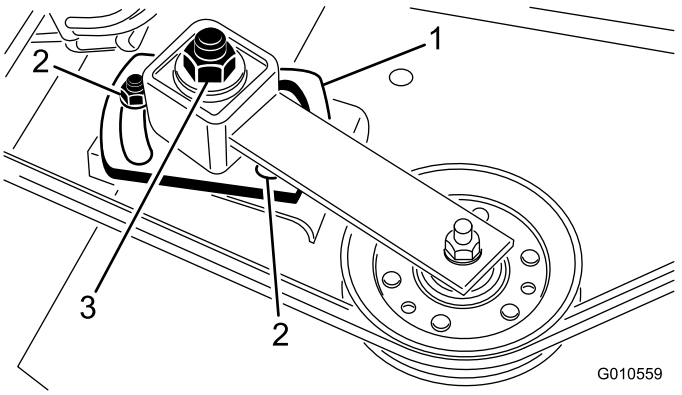

Figur 4
2. Lossa remskivplattans två muttrar så att mellanremskivan inte längre gör att remmen spänns (Figur 4).
3. Ta bort remmen från den högra spindelskivan (Figur 4).